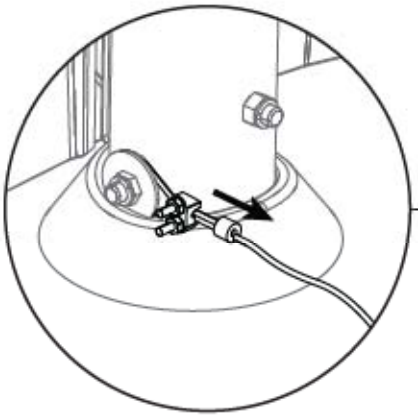
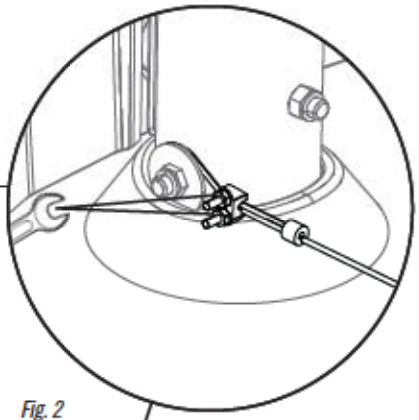
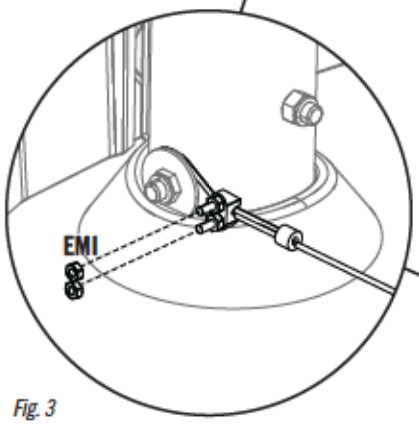

Fig. 1
Fig. 2
Fig. 3
• Now, remove any slack in the cable (**Fig. 1**), then tighten the nuts already on the cable as shown (**Fig. 2**). Secure two additional sets of **Nuts (EMI)** (**Fig. 3, 4**) to the cable to cover any exposed threads.
• Ahora, elimine cualquier distensión en el cable (**Fig. 1**), entonces apriete las tuercas ya están en cable como se muestra (**Fig. 2**). Sujete dos juegos de **Tuercas (EMI)** (**Fig. 3, 4**) adicionales al cable para cubrir cualquier rosca expuesta.
• Maintenant, eliminez tout jeu du cable (**Fig. 1**), ensuite serrez bien les Écrous already on le cable comme illustré (**Fig. 2**). Attachez deus jeux d'**Écrous (EMI)** (**Fig. 3, 4**) supplémentaires au cable pour couvrir du filetage exposé.